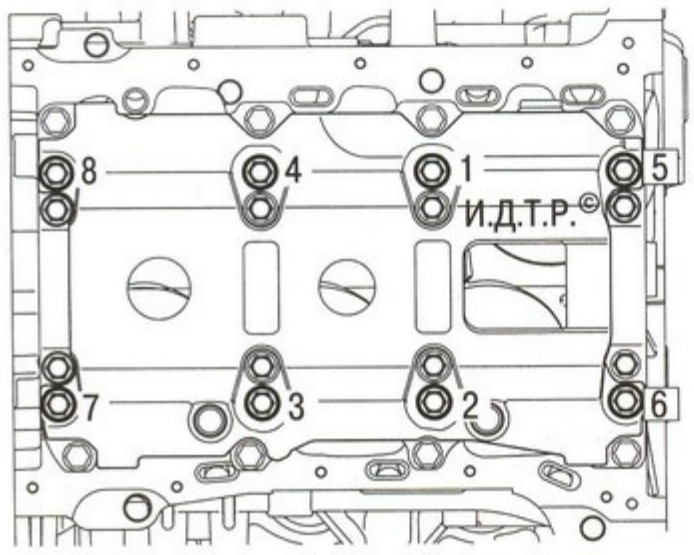

Рис. 5.23. Порядок затяжки болтов успокоителя масла
28. Установите успокоитель масла, затянув его болты моментом 24 Н·м в порядке, указанном на рис. 5.23.